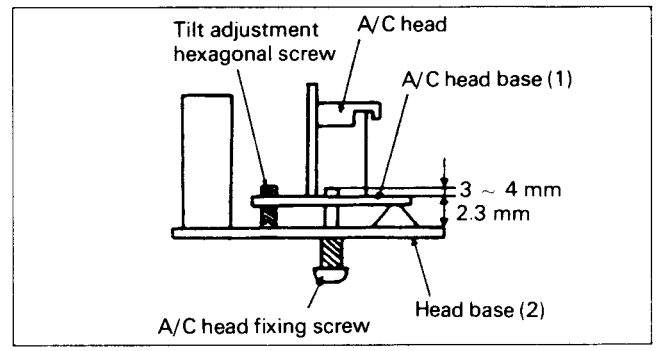

Fig. 8 Azimuth/Tilt Adjustments
1) Tighten the A/C head fixing screw through the bottom of the head base (2) via the spring so that the top of the fixing screw comes out approx. 3 — 4 mm above the top of the head base (1). (Refer to Fig. 8.)
2) Adjust the tilt adjustment hexagonal screw and azimuth adjustment screw so that head base (1) is parallel with head base (2). (Refer to Fig. 8.)